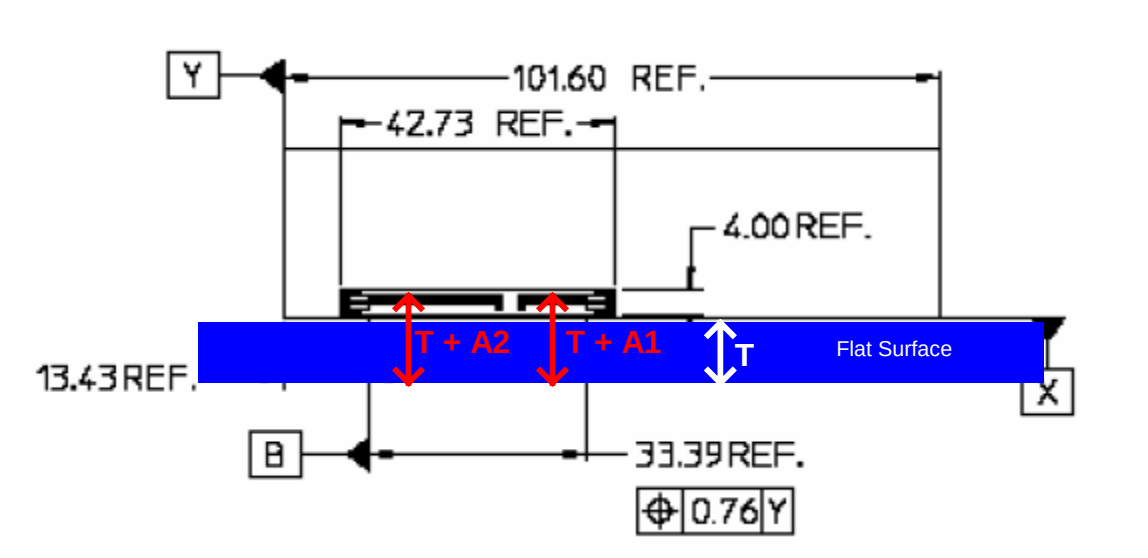

Figure 11
3. At the rightmost part of the plug (see Figure 11), measure the distance from the top of the tongue of the SATA plug to the bottom of the flat surface. Record this value as *T+A1*.
4. At the leftmost part of the plug (see Figure 11), measure the distance from the top of the tongue of the SATA plug to the bottom of the flat surface. Record this value as *T+A2*.